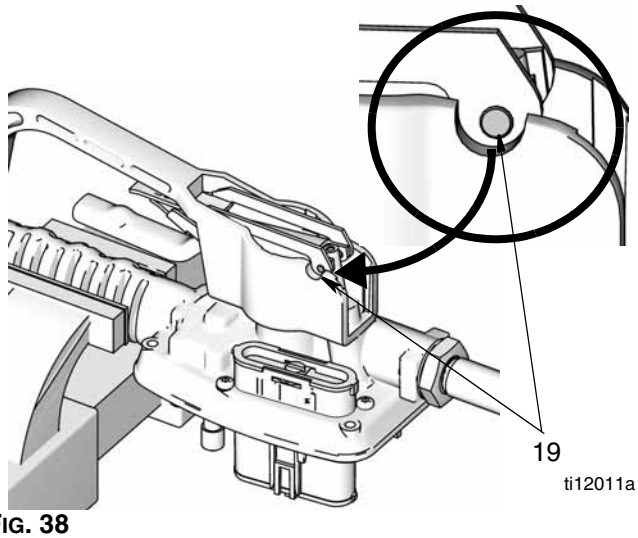
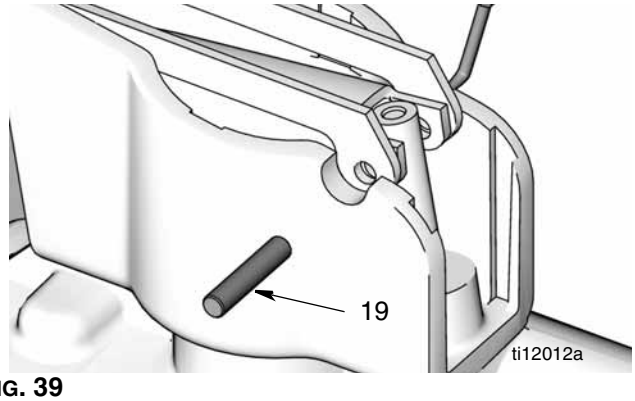

FIG. 38
FIG. 39
10. Placez le compteur dans un étau, comme illustré dans FIG. 38. Utilisez une nouvelle tige de déclenchement de votre kit (2) ou une tige ou une goupille non-métalliques pour pousser la tige de déclenchement à travers le boîtier de compteur (FIG. 38 et FIG. 39) assez loin pour accéder à la broche (19) maintenant ensemble la tige de déclenchement et la gâchette.
11. Utilisez un pic pour pousser (19) la broche (FIG. 39).